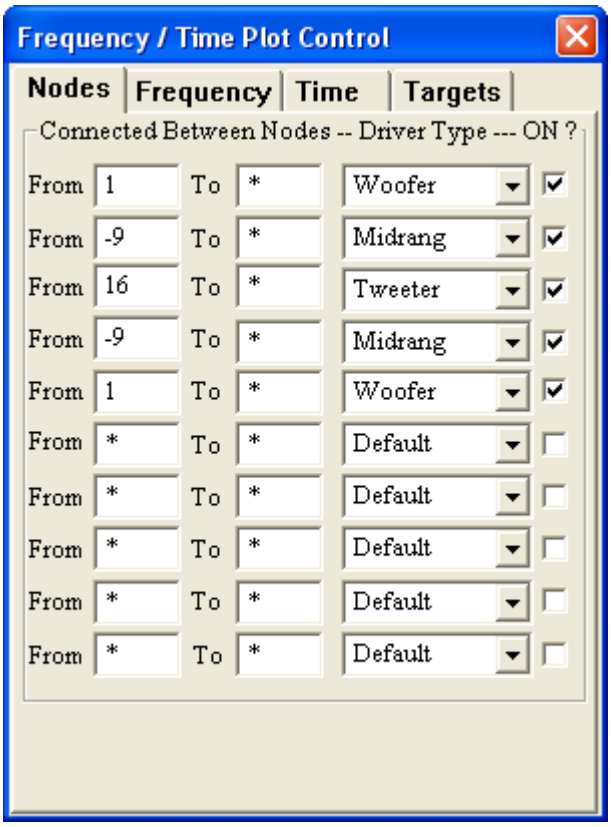

Figure 9.14. Example of node assignment for WMTMW configuration.
4. Plotting control dialogue box (Fig 9.14) also contains additional fields for assigning drivers to nodes. Now, you need to **assign driver’s frequency response to a particular node and this is accomplished by selecting driver's name from the associated list box.**
Figure 9.14 shows correctly filled data fields in the plotting control dialogue box. You can observe, that system frequency response will be plotted using the following formula (midrange driver is connected “out of phase”):
Also, Node 1 has woofer driver assigned to it (woofer selected in the associated data field). Node 9 has midrange driver assigned to it (midrange selected entered in the associated data field) and Node 16 has tweeter driver assigned to it (tweeter selected entered in the associated data field). Figure 9.15 shows frequency response of each individual driver + filter and also total system frequency response. Switching ON/OFF of the individual channels is accomplished by inserting * (asterisk) instead of node number in the dialogue box shown on Fig 9.14.